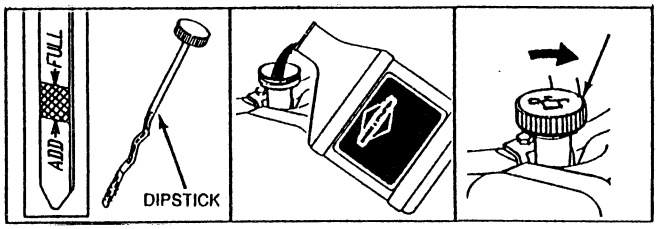

FIG. 13
3. Add oil if necessary to bring oil level up to, but not over the "FULL" mark on the dipstick. See FIG. 13. Add oil slowly and check the level often. **IMPORTANT!** Keep the area around the fill tube clean, to prevent dirt from falling into the engine.